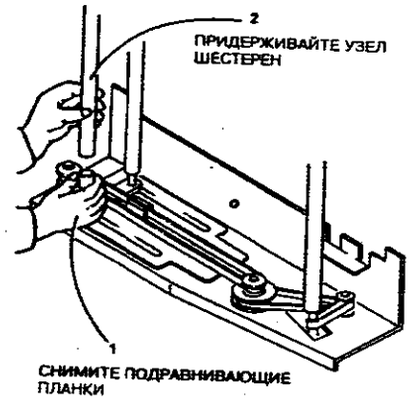

**Рисунок 3. Снятие подравнивающих планок**
6. (Рисунок 3) Снимите подравнивающие планки.